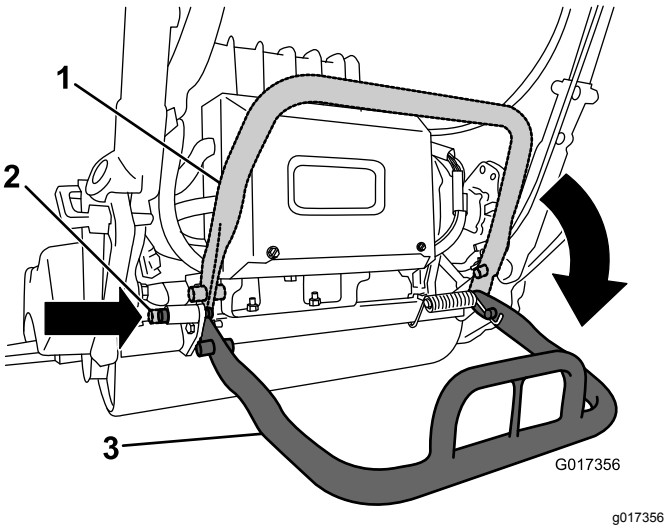

Figuur 6
2. Laat de kickstandaard zakken en druk de borgpen in om de kickstandaard in de ONDERHOUDSSTAND te borgen (Figuur 6). Laat de machine rusten op de geborgde kickstandaard.